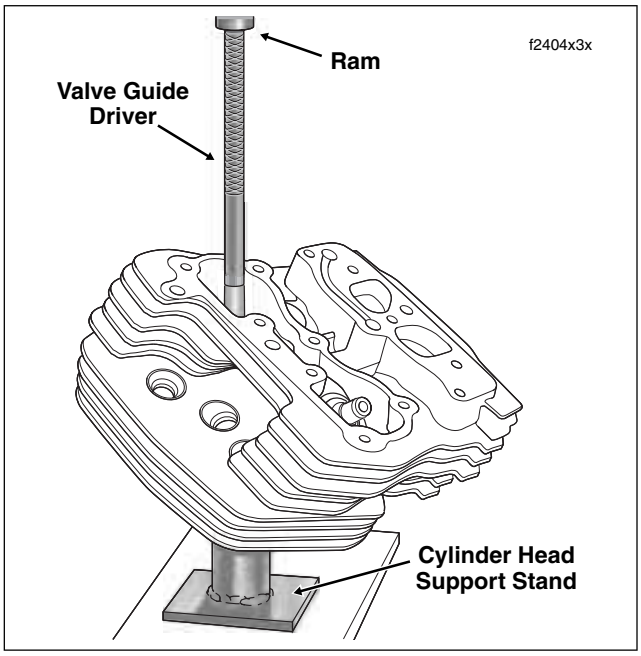

Figure 3-69. Remove Valve Guide
4. Center valve guide driver under ram of arbor press. Apply pressure until valve guide drops free of cylinder head. Discard the valve guide. See Figure 3-69.